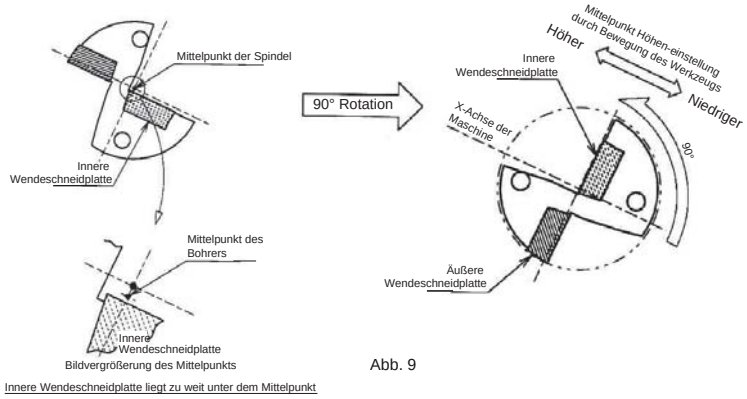

Abb. 9
② Sollte der Kerndurchmesser nach der o. g. Einstellung zu groß werden, drehen Sie den Bohrer um 90° gegen den Uhrzeigersinn wie in Abb. 9 gezeigt (mit der äußeren Wendeschneidplatte nach unten zeigend), und verstellen Sie die Zentrumshöhe durch Verschieben des Werkzeugs in Richtung der x-Achse.